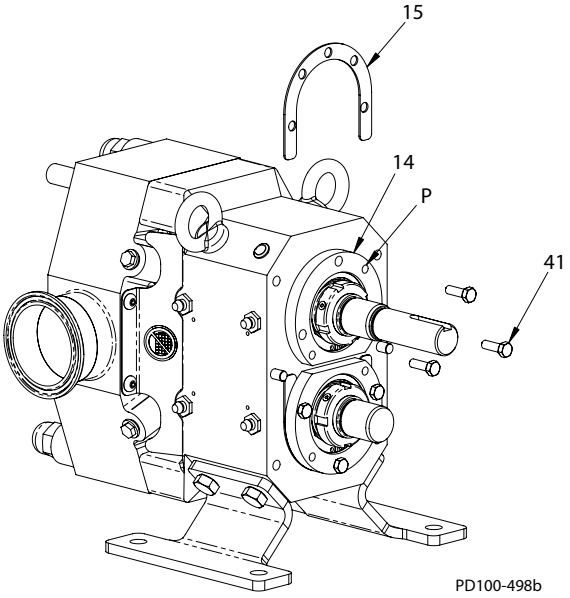

Figura 58 - Installazione degli spessori
3. Scegliere una combinazione di altezze (Figura 58, articolo 15) per ottenere uno spessore il più vicino possibile alla quantità calcolata. Non superare l’importo calcolato.
4. Rimuovere le viti della scatola dei cuscinetti (Figura 58, articolo 41), installare gli spessori selezionati al punto 3 e reinstallare le viti. Per garantire il gioco degli spessori, spostare l’albero verso la parte posteriore picchiettando delicatamente sul rotore con un mazzuolo morbido o installando due viti nei fori di sollevamento (articolo P) nella flangia della scatola dei cuscinetti (articolo 14).